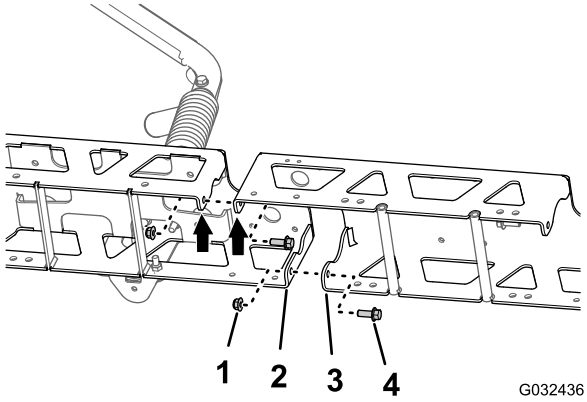

Figur 52
1. Innrett hullene i de vertikale flensene til den midtre bomseksjonen med hullene i støtterammen (Figur 52).
2. Monter utvidelsen for midtre bom løst til støtterammen (Figur 52) med de to flenshodeboltene (3/8 x 3/4 tomme) og to flenslåsemutterne (3/8 tomme) som du fjernet i trinn 1 av Løsne støtteavstiverne for den midtre sprederseksjonen (side 24).
3. Innrett hullene i de vertikale flensene til utvidelsen for midtre bom med hullene i den andre støtterammen (Figur 52).
4. Monter utvidelsen for midtre bom løst til den andre støtterammen (Figur 52) med de to flenshodeboltene (3/8 x 1 tomme) og to flenslåsemutterne (3/8 tomme) fra finishingsettet for GeoLink-spredersystemet Figur 52.